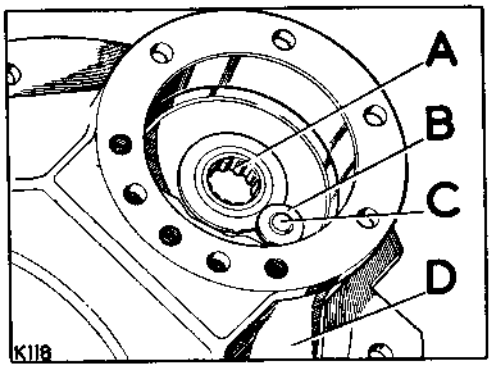

**Fig. E1-76. Bearing in nose piece for bevel pinion**
1. Fit the bevel pinion nose roller bearing into the nose piece and secure with a washer and rivet. See Fig. E1-76.